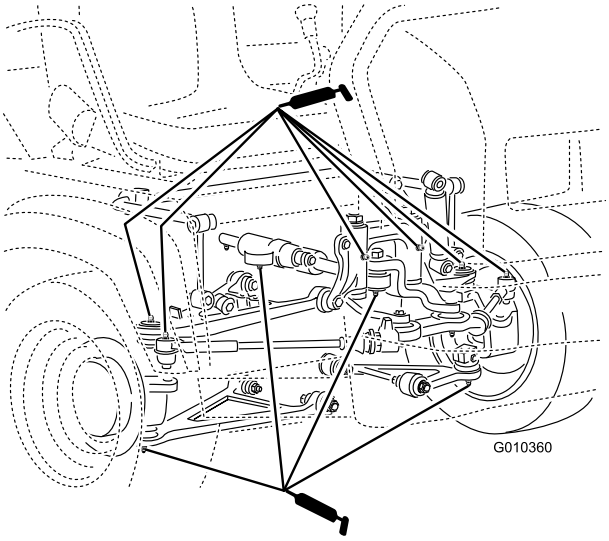

Figur 36
- Kulleder (4), dragstänger (2), ledfästen (2) och styrcylindrar (2) (Figur 36)